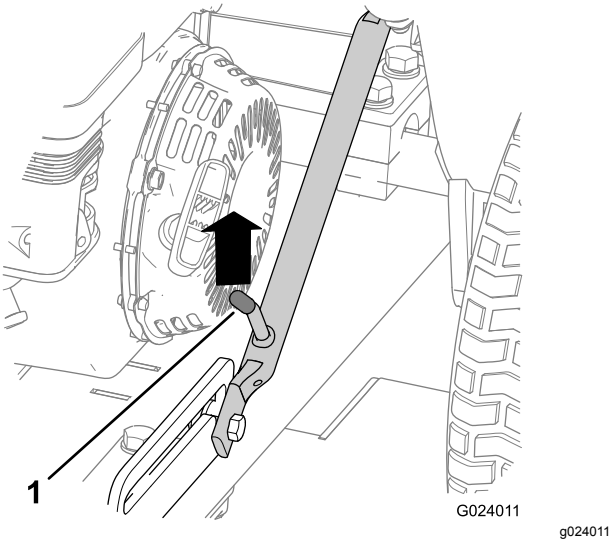
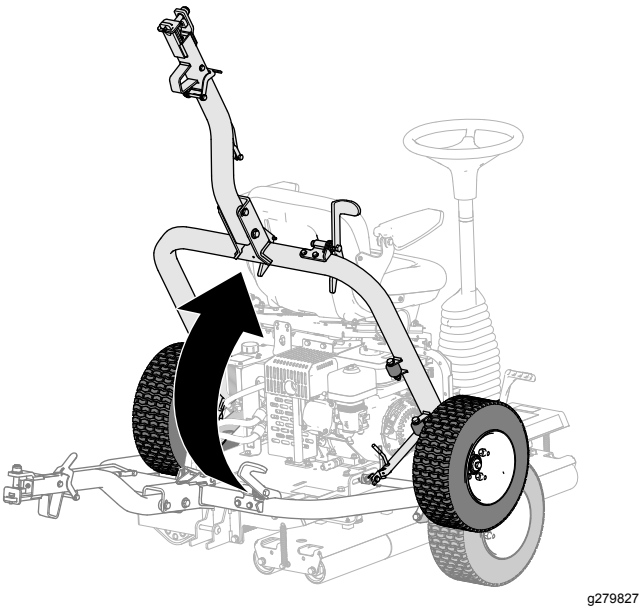

Figur 17
Figur 22
1. Tryck dragkroksenheten uppåt tills låsspaken har låsts upp från reglagets spärrläge (Figur 17).
5. Lyft upp dragkroken (Figur 22) tills låsspaken låses fast i reglagets spärrläge (Figur 17).